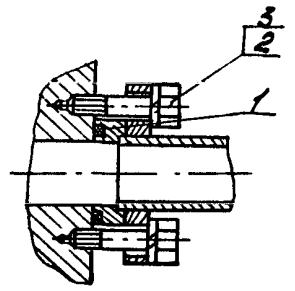

Рис.25. Узел соединения трубок диаметром 32х36 и 25х28 мм (см.рис.3, узел II):
26.I. Вывинтить болт 2 (рис.25), отвести в сторону трубу дутьевого клапана камеры I0 (см.рис.3).